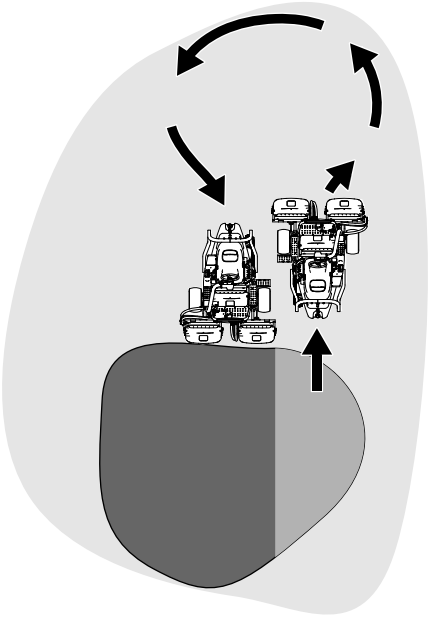

**Figur 23**
6. Du kan förkorta arbetstiden och underlätta uppställningen inför nästa klippvända genom att tillfälligt vända maskinen i motsatt riktning och sedan vända den i riktning mot den oklippta delen – en droppformad sväng (Figur 23) som snabbt placerar dig i läge för nästa klippsträcka.